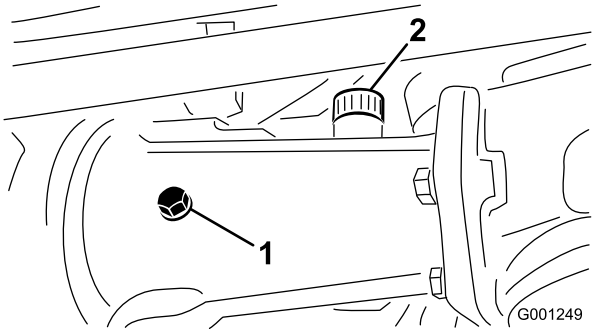

Figuur 26
2. Verwijder de controlepluggen van de as en controleer of het oliepeil de onderkant van de openingen bereikt. Indien het peil te laag staat, verwijdert u de vulpluggen en vult u voldoende tandwielolie bij totdat het peil de onderkant van de opening van de controlepluggen (Figuur 26 enFiguur 27) bereikt.